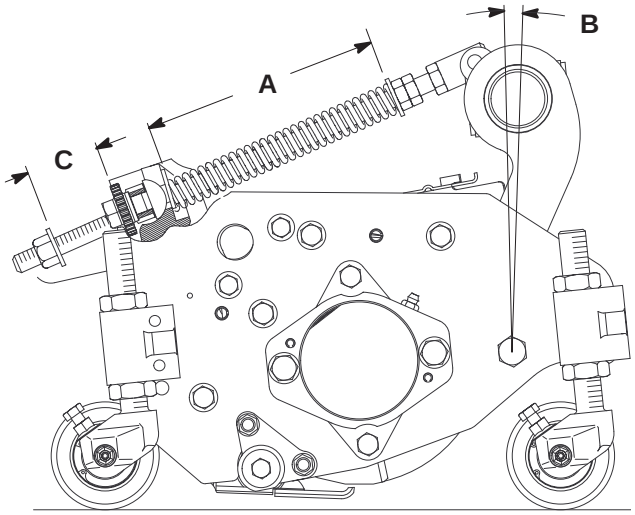

Figure 11
The Turf Compensation Spring (Fig. 11), connecting carrier frame to cutting unit, controls the amount of fore–aft rotation available, as well as the amount of ground clearance in transport and turn around.
1. Tighten lock nut on rear of spring rod until the gap **C** between rear of spring bracket and front of washer is 1 inch (26 mm) (Fig. 11).
2. Tighten hex nuts on front end of spring rod until the compressed length **A** of spring is 8 inches (203 mm) (Fig. 11).
Note: When cutting rough or undulating turf, increase compressed length **A** of the spring to 8-1/2 inch (216 mm) and gap **C** between rear of spring bracket and front of washer to 1–1/2 inches (39 mm) (Fig. 11).